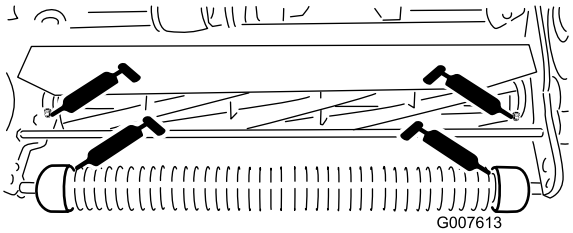

Figuur 18
- 2 op de voorrol (Figuur 18)
- 2 op de lagers van de messenkooi (Figuur 18)